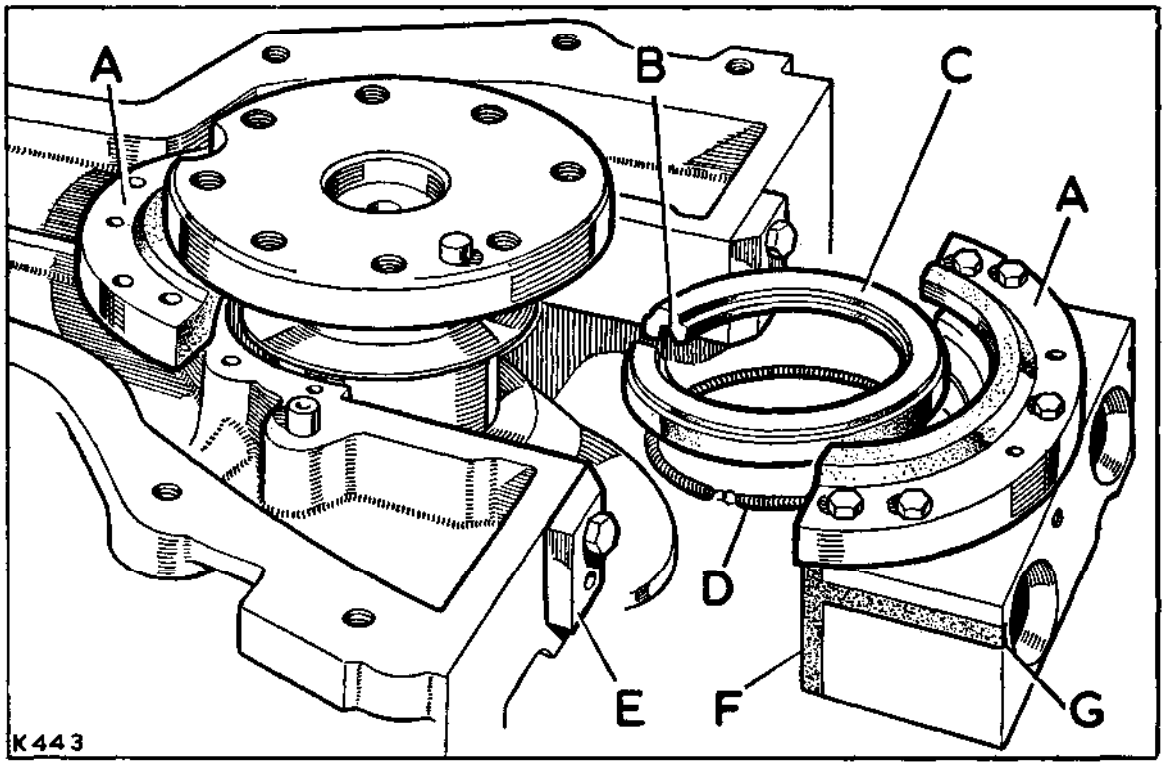

**Fig. A3-121. Oil seal details**
1. Assemble the garter spring on the oil seal journal of the crankshaft, laying the spring around the journal, with the hook and the eye adjacent to one another, then insert the hook into the eye. See Fig. A3-121. Care must be taken to ensure that during this operation the spring is not stretched at all.
7. Fit the main bearing cap with the seal retainer, bearing shell and 'T' seals to the crankcase until there is a $\frac{1}{32}$ in. (0,8 mm) gap between the cap and crankcase. Use the guides, Part No. 270304 to feed the 'T' seals past the crankcase edges, see Fig. A3-121.
14. Refit the crankcase sump. Operation A3-27. During this procedure trim the ends of the rear main bearing 'T' seals to allow approximately $\frac{1}{32}$ in. (0,8 mm) protrusion from the rear bearing cap face. Fig. A3-121 refers.